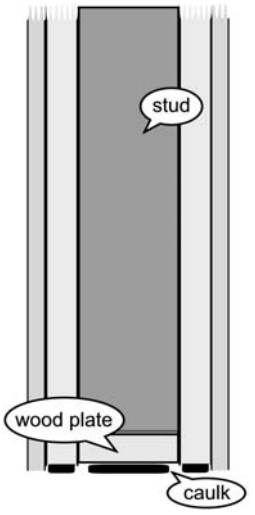

Figure 3.9. *Single-stud wallboard construction showing the application of caulk at all joint points to reduce leakage.*
- To reduce leakage that might make it through the cracks, apply a bead of nonhardening caulk sealant to the inner gypsum wallboard layer at the wall-to-floor, wall-to-ceiling, and corner junctions (Figure 3.9).